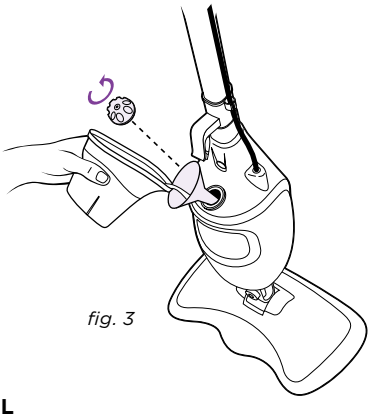

fig. 3
3 Before plugging in the mop, remove the cap to fill the water tank. Use the filling flask and funnel to fill the tank with water to the “MAX” line. Replace the water tank cap. (**fig. 3**)
1 Place the micro-fiber cleaning pad on the floor with the quick fastener strips facing up. Place the Steam Mop on the top of the pad to attach. (**fig. 3**)
1. Pull and twist the quick release cord holder to unwrap the power cord completely. (**fig. 1**) Plug into a 120-volt electrical outlet. (**fig. 2**) The LED light will blink blue to show that you are in standby mode. If the light does not turn on, reference the troubleshooting section on page 9. (**fig. 3**)
4 To store the cooled **Shark**® Steam Mop, hang on a large hook. (**fig. 3**)